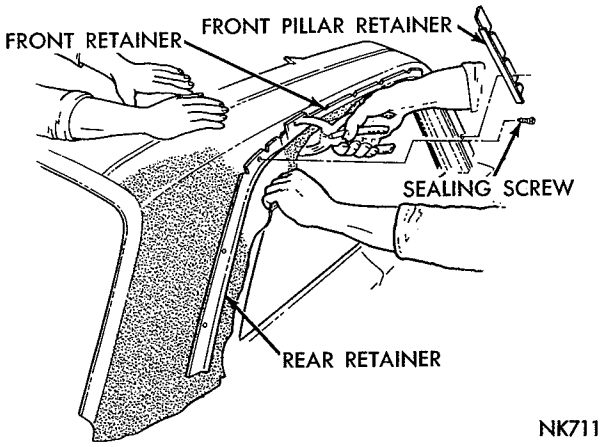

*Fig. 6—Installing Side Retainers*
(18) Trim excess material at rear of retainer, using retainer as a guide.
(19) Apply a bead of sealer to edge of cover. Press sealer into retainer so it will not show when moulding is installed.
(20) Using body clamps, install cover retainers in drain trough (Fig. 6). **Make sure the cover is pulled towards the trough and is locked securely below the retainer. This operation will require two men.** Align the retainer screw holes with the existing holes in the roof panel.
(21) Secure retainers to body with sealing screws.
(22) Remove excess fabric along drain trough using outboard edge of retainer as a guide.